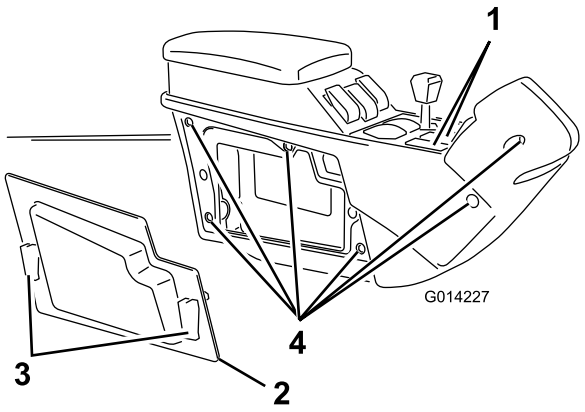

Figura 27
1. Retire los 2 tapones de los huecos de los interruptores de los marcadores de espuma de la consola central (Figura 27).
2. Abra los 2 cierres rápidos y retire el panel lateral derecho de la consola central (Figura 27).
3. Retire los 6 pernos que sujetan la tapa del lado derecho a la consola central (Figura 27).